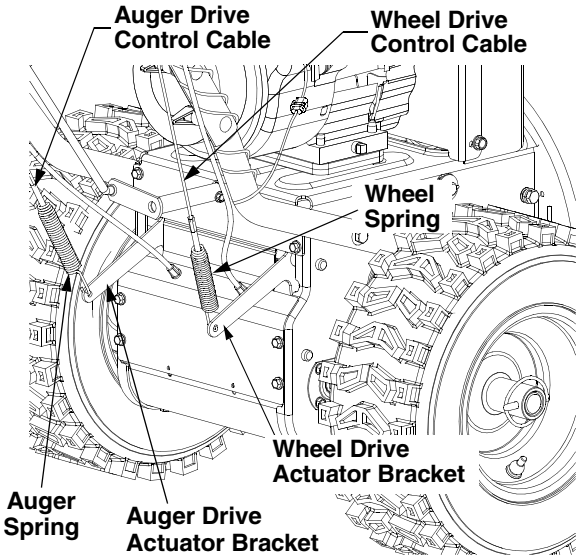
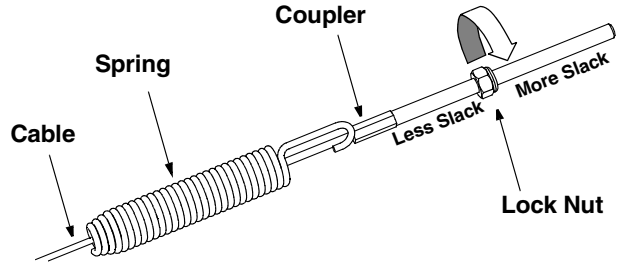

Figure 7
Figure 8
To readjust the control cables, refer to Figure 7 and Figure 8 and proceed as follows:
- From beneath the handle, pull downward on the appropriate cable and unhook the spring found on the end of the cable from its respective actuator bracket. Refer to Figure 7.
- Slide the spring up the cable to expose the cable coupler threads and lock nut. Refer to Figure 8.